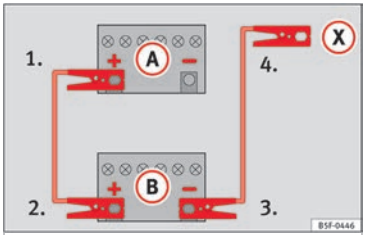

Fig. 79 Diagram of connections for vehicles without Start Stop system
2. Connect one end of the *red* jump lead to the positive (+) terminal of the vehicle with the flat battery (A) ››› **Fig. 79**.
3. Connect the other end of the *red* jump lead to the positive terminal (+) in the vehicle providing assistance (B).
4a. *For vehicles without Start-Stop system:* connect one end of the *black* jump lead to the negative terminal (–) of the vehicle providing the current (B) ››› **Fig. 79**.